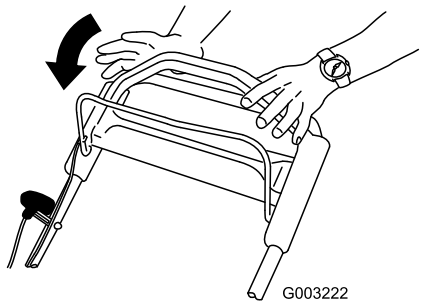

Figuur 22
1. Laat de bedieningsstang van het maaimes los (Figuur 22).